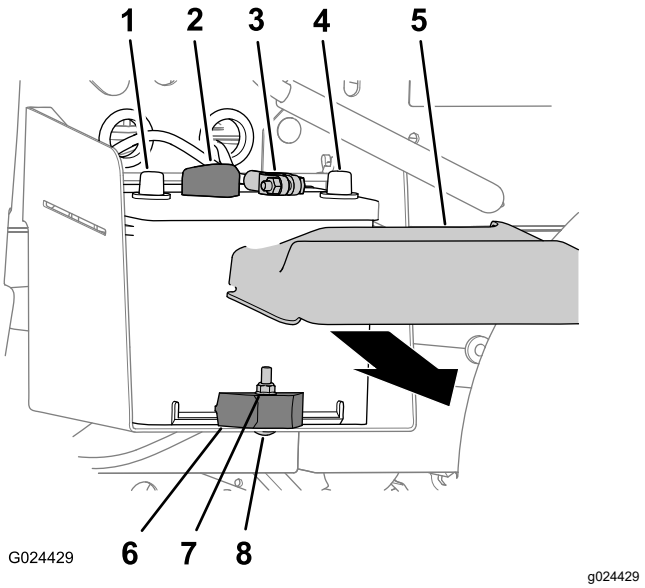

Figur 47
1. Klem siderne af batteridækslet sammen, og afmonter dækslet fra toppen af batteriet (Figur 47).
2. Kobl det negative batterikabel fra batteriets pol (Figur 47).
3. Kobl det positive batterikabel fra batteriets pol (Figur 47).
2. Afmonter låsemøtrikken, bræddebolten og batteriklemmen, der fastgør batteriet til batteribakken (Figur 47).
3. Tag batteriet ud af batteribakken (Figur 47).
1. Ret batterierne ind efter maskinens batteribakke (Figur 47).
Bemærk: Sørg for, at batteriets positive og negative poler er justeret som vist i Figur 47.
2. Fastgør batteriet til batteribakken med batteriklemmen, bræddebolten og låsemøtrikken (Figur 47).
1. Slut det positive batterikabel til batteriets pol (Figur 47).
2. Slut det negative batterikabel til batteriets pol (Figur 47).
3. Monter batteridækslet på toppen af batteriet (Figur 47).